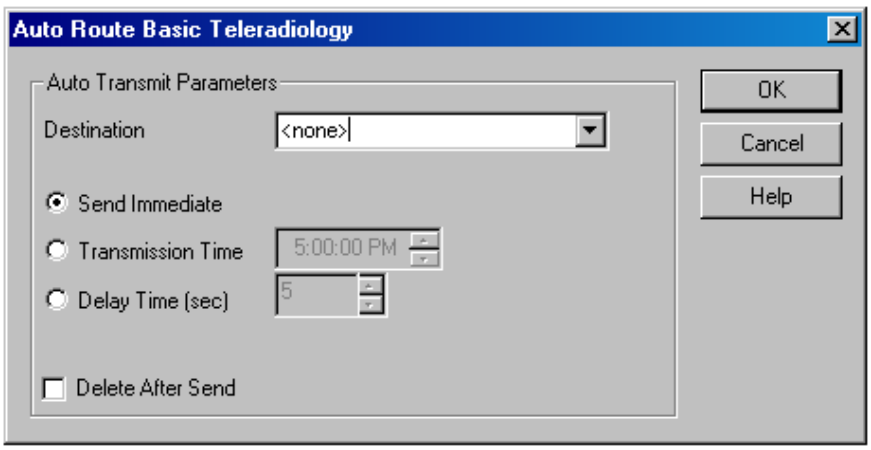

Figure 3-165 Auto Route - turned off
2.) In the Auto Route dialog box, click **<basic protocol>** (in the Name column) and then **Modify**. Select <none> from the Destination drop-down list in the Auto Route Basic Teleradiology dialog box. Please refer to Figure 3-165 for the basic auto route protocol being turned off.